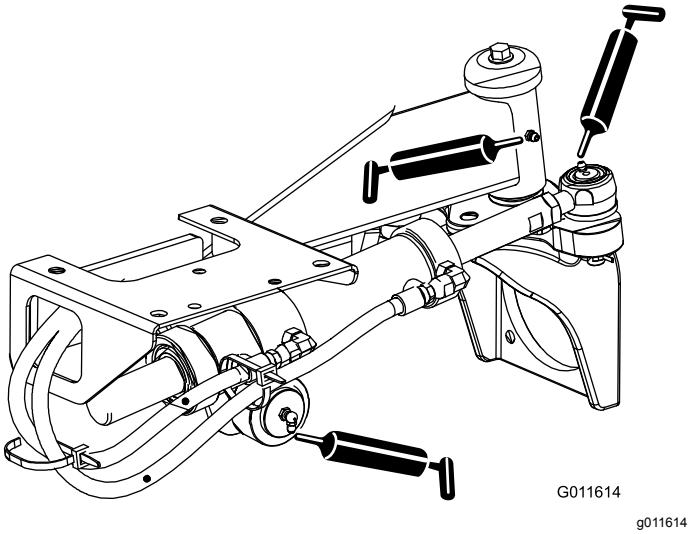

Figur 49
- Styretøjscylinderens kugleled (2) og bagaksel (1) (Figur 49)